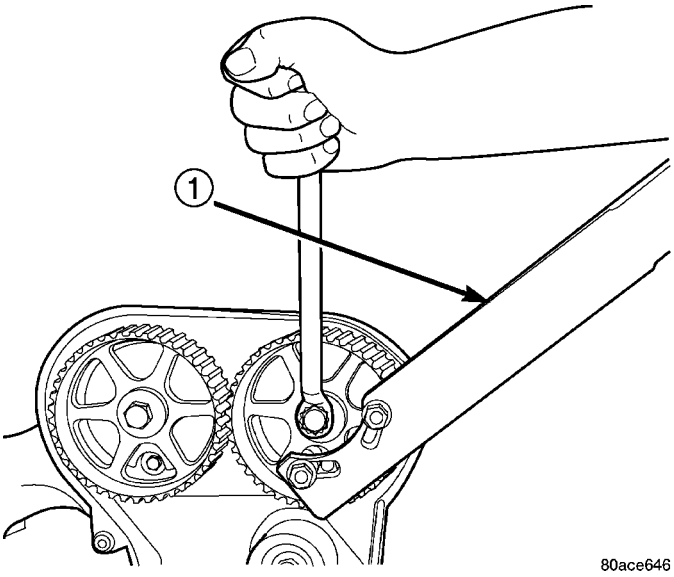
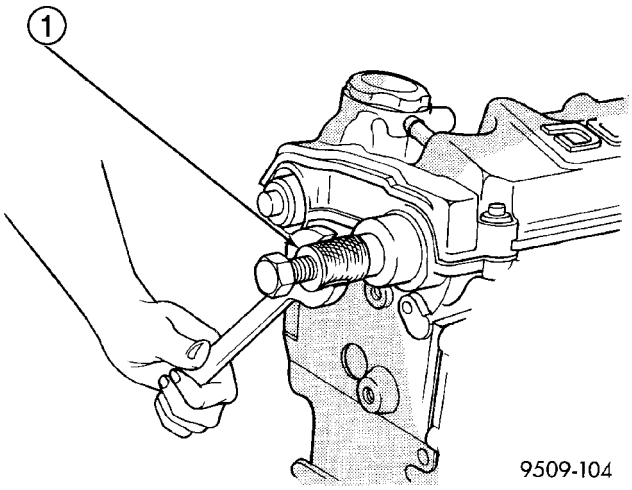

Fig. 20 Camshaft Sprocket - Removal/Installation
Fig. 21 Camshaft Oil Seal - Removal With C-4679A
(1) Remove timing belt (Refer to 9 - ENGINE/VALVE TIMING/TIMING BELT AND SPROCKETS - REMOVAL).
(2) Hold each camshaft sprocket with Special Tool 6847 while removing center bolt (Fig. 20).
(3) Remove camshaft sprockets.
(4) Remove rear timing belt cover (Refer to 9 - ENGINE/VALVE TIMING/TIMING BELT COVER(S) - REMOVAL).
(5) Remove camshaft seal using Special Tool C-4679A (Fig. 21).
(3) Install timing belt rear cover (Refer to 9 - ENGINE/VALVE TIMING/TIMING BELT COVER(S) - INSTALLATION).
(4) Install camshaft sprockets. Hold each sprocket with Special Tool 6847 and tighten center bolt to 101 N·m (75 ft. lbs.) (Fig. 20).
(5) Install timing belt and front covers (Refer to 9 - ENGINE/VALVE TIMING/TIMING BELT AND SPROCKETS - INSTALLATION) (Refer to 9 - ENGINE/VALVE TIMING/TIMING BELT COVER(S) - INSTALLATION).